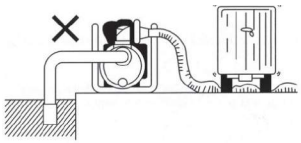

Рис. 1
12. Не допускайте перетискання / перекриття шлангу подачі води – це може привести до пошкодження насоса *(Рис. 1,2)*.